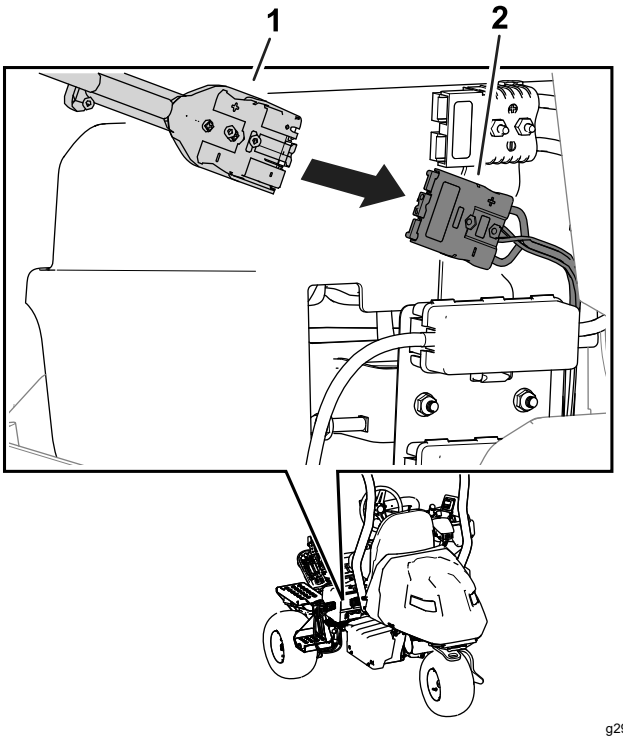

Figur 33
7. Sæt opladerudgangsstikket i opladerstikket på maskinen (Figur 33).